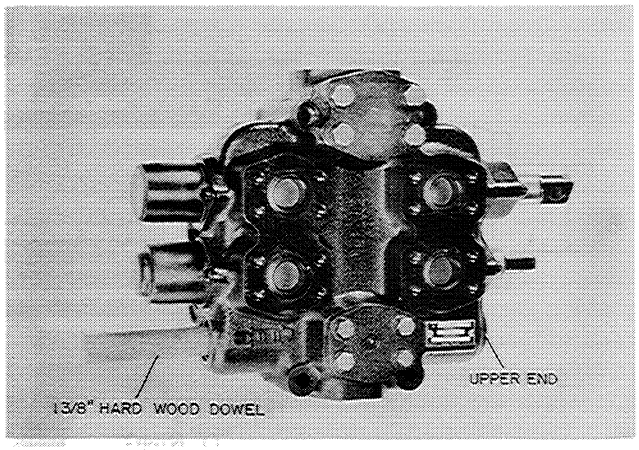

Figure D-79
1. Install the relief valves sleeve, using a 1-3/8" hard wood dowel. Tap the sleeve in until seated in the valve body, Figure D-79.